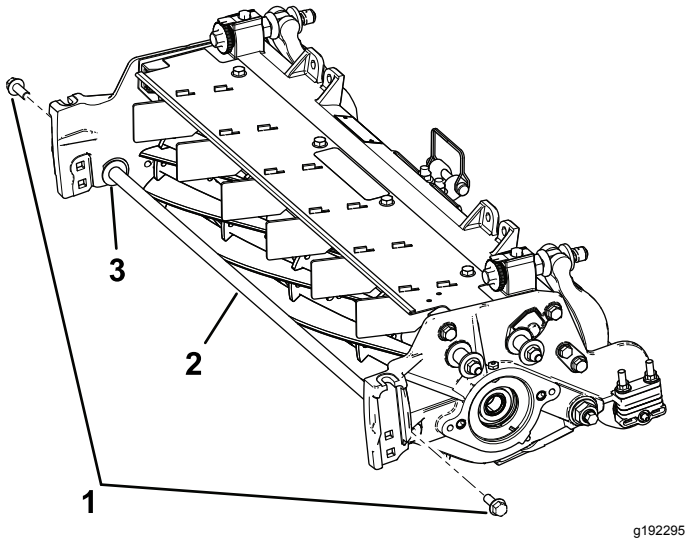

Figure 5
9. Retirez les 2 boulons à embase et rondelles qui fixent la tige de support, puis déposez la tige (Figure 5).